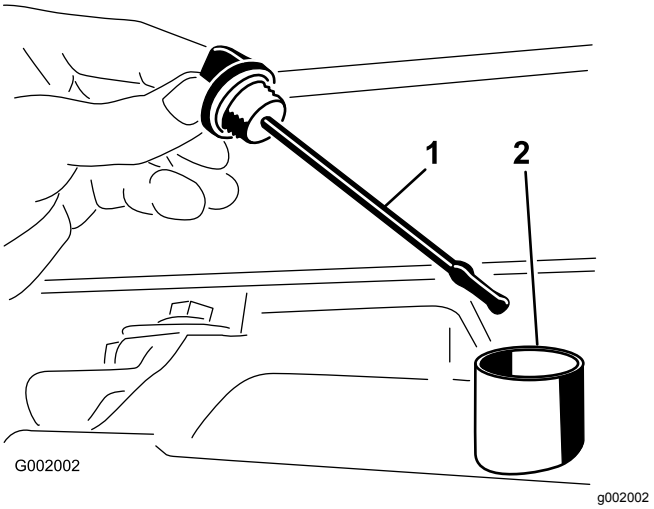

Figur 54
2. Ta ut transakselpeilestaven og tørk den med en ren fille (Figur 54).